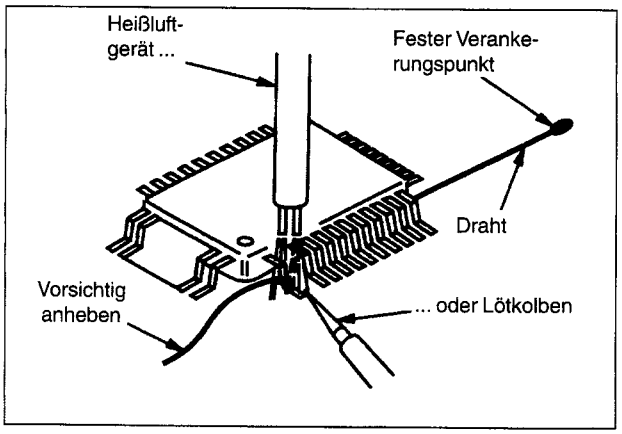

Abb. 1-24
b. Befestigen Sie den Draht auf der Arbeitsfläche oder an einem festen Verankerungspunkt (siehe Abb. 1-24).